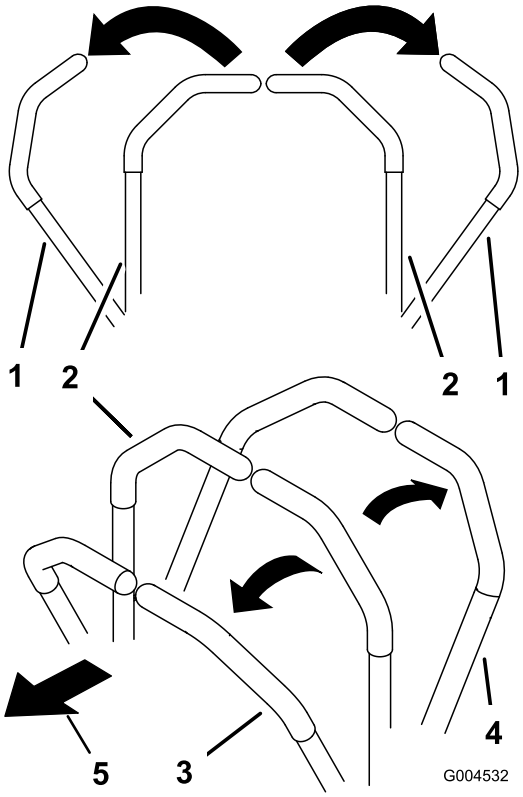

Figur 17
3. Kör framåt genom att försiktigt föra rörelsereglagespakarna framåt (Figur 17).
Kör rakt bakåt genom att trycka lika mycket på båda rörelsereglagespakarna (Figur 17).
För att svänga vrider du rörelsereglagespaken mot neutralläget i den riktning du vill svänga (Figur 17).
2. Backa genom att försiktigt dra rörelsereglagespakarna bakåt (Figur 17).
För att svänga lättar du på trycket på den rörelsereglagespak som är närmast det håll som du vill svänga åt (Figur 17).